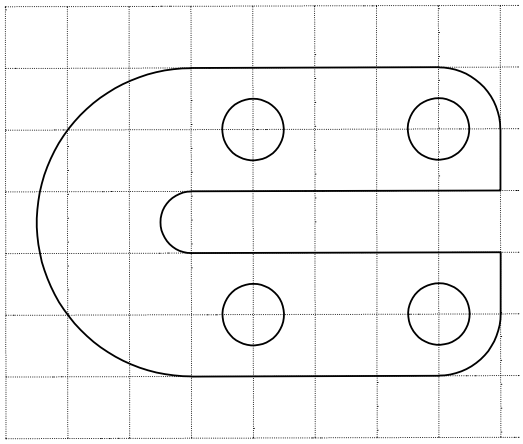

Figure 3-12 *Drawing for Exercise 4*
b. Draw the profile shown in Figure 3-12. Create the curves by using the **Start, End, Direction** tool. The distance between the dotted lines is 1.0 unit and the diameter of the circles is 1 unit.